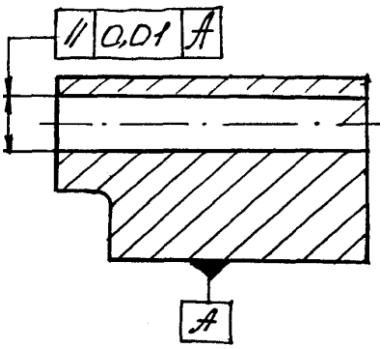

Рисунок 2
5. Техническое требование (рис. 2), указанное на чертеже обозначает допуск …